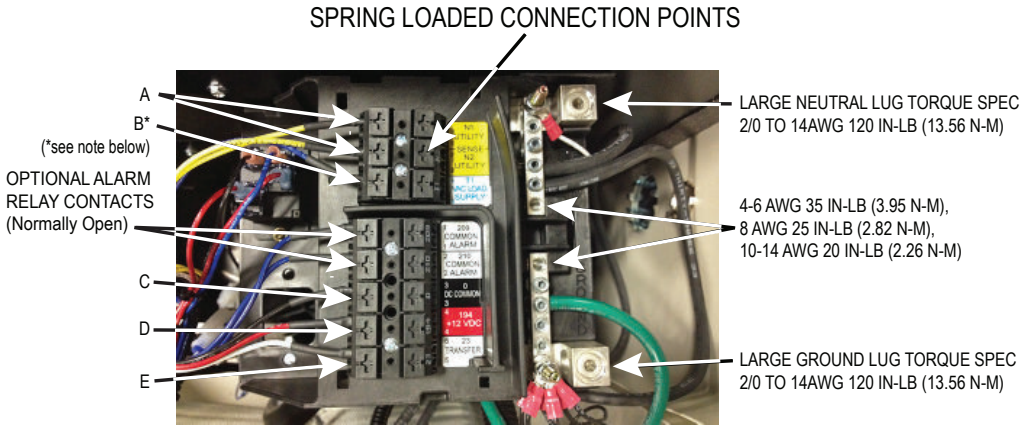

Figure 6.1 — Control Wiring (found behind control board)
10. Connect the Neutral wire to the Neutral Lug and torque to the required specification. See Figure 6.1.
11. Connect the Ground wire to the Ground Lug and torque to the required specification. See Figure 6.1.
NOTE: Neutral Bonding - For installations that require the neutral to be bonded to the ground, this is to be done on the customer connections terminals inside the generator. Connect a suitably sized wire from the neutral bar to the ground bar. This is normally required when the generator is the source in a separately derived system. It is not required when the generator is a backup source in a utility supplied electrical system with a 2-pole transfer switch. See Figure 6-1.